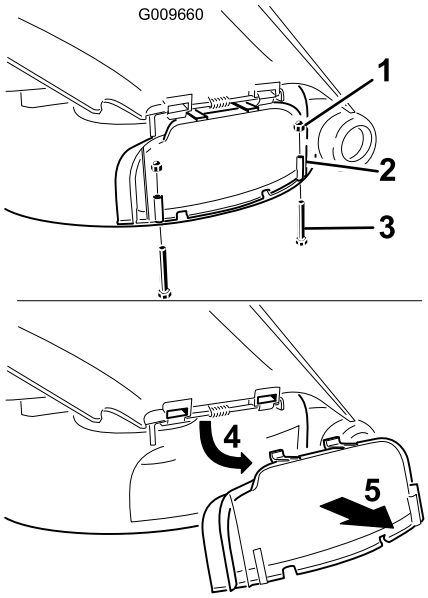

Figur 26
3. Ta bort de två skruvarna och muttrarna som håller fast utkastarluckan på klipparen (Figur 26).